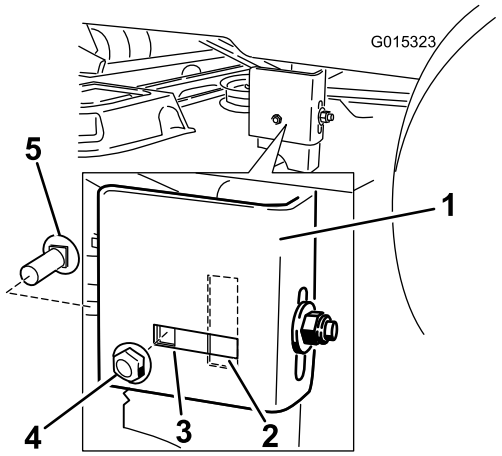

Figur 53
7. Gå til venstre side av maskinen. Kontroller om sidevognsbolten er i fast posisjon eller sporposisjon (Figur 53).
8. Hvis sidevognsbolten er i fast posisjon, fjerner du den og sidelåsemutteren fra den faste posisjonen og monterer dem i sporposisjon for justering (Figur 53).